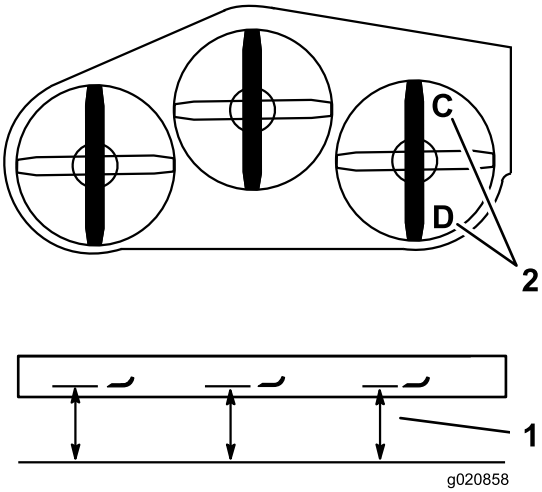

Figuur 84
1. Zet het rechter maaimes in de schuinstand (Figuur 84).
2. Meet het rechtermes bij punt **C**. Meet de afstand tussen een horizontaal oppervlak en de snijrand van het maaimes en noteer deze afstand (Figuur 84).
3. Meet het rechtermes bij punt **D**. Meet de afstand tussen een horizontaal oppervlak en de snijrand van het maaimes en noteer deze afstand (Figuur 84).
4. Het maaimes moet 6 tot 10 mm lager staan bij punt **C** dan bij punt **D** (Figuur 84). Indien dit niet het geval is, gaat u als volgt te werk.